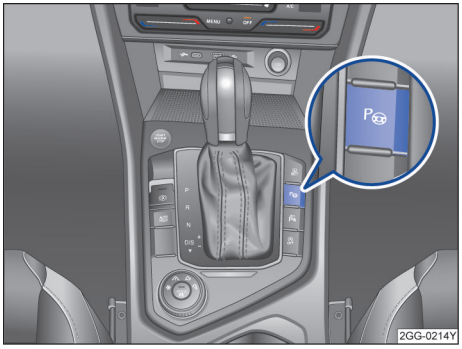
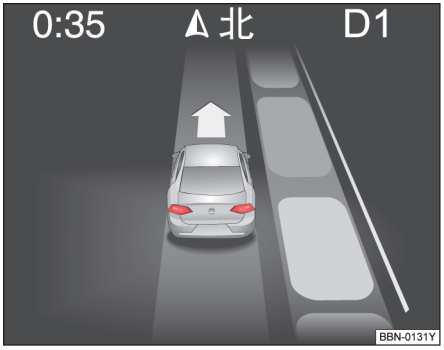

图 123 智能泊车辅助系统打开按钮
图 124 显示：寻找合适的停车位
– 按下按钮→ 图 123 。如果该功能已打开，则按钮中的指示灯会亮起 。
– 以低于 40 km/h 的车速，与停放的车辆保持 0.5 m 到 1.5 m 的横向距离，从停放的车辆旁驶过→ 图 124。
如果车速在约 40 km/h 至 45 km/h 之间时按下按钮→ 图 123，则只要当车速低于 40 km/h 时，屏幕会自动切换到寻找车位的显示画面→ 图 124。
当车速超过约 45 km/h 时，智能泊车辅助系统自动关闭。按钮中的指示灯熄灭 →图 123。